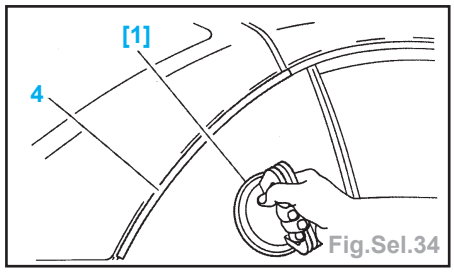

Fig.Sel.34
- Faire monter la glace au maximum dans la joint latéral de custode (4) à l'aide d'une ventouse [1] (Fig.Sel.34).